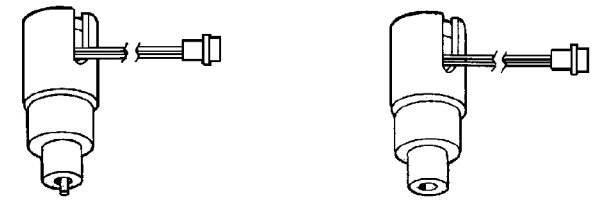

FIGURE 4
7. Discard used METRON PROTRACTOR assembly. A discharged METRON PROTRACTOR will have the stainless steel pin extending approximately 1/8 – 3/16 in. out of the bottom. On a new METRON PROTRACTOR, the pin will not be visible. See Figure 4.